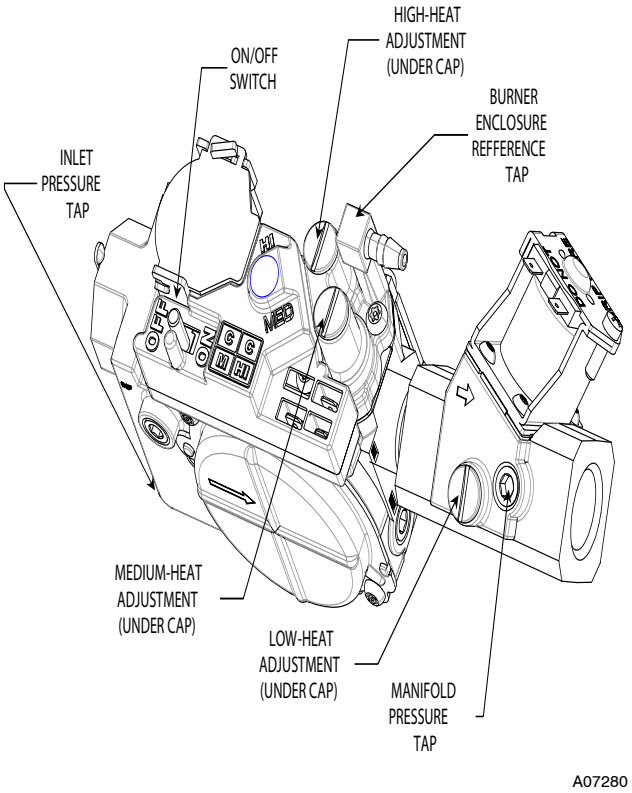

Fig. 60 - Redundant Automatic Gas Valve
b. Remove regulator seal caps that conceal adjustment screws for medium- and high-heat gas valve regulators. (See Fig. 60.)
l. Wait for the blower to turn ON then check low-heat manifold pressure. It should be between .5 to .6-in. wc. This setting should not require adjustment but if it does remove the low-heat adjustment cap (See Fig. 60) and turn the low-heat adjusting screw clockwise (in) to decrease manifold pressure or counterclockwise (out) to increase manifold pressure. You will only have 15 minutes to make an adjustment if needed. If you need more time then move setup switch SW1-2 on control center to ON position (See Fig. 33).